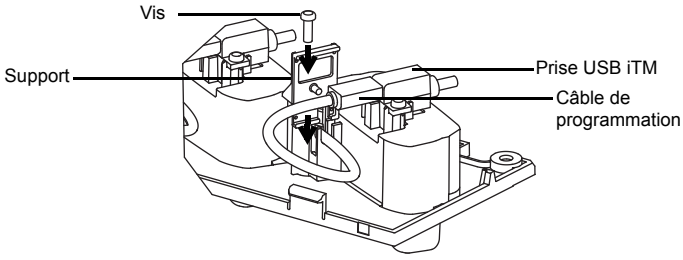

Figure 13 : fixation du câble de programmation
4. Fixez le support en plastique et vissez pour maintenir le câble de programmation (reportez-vous à la Figure 13).